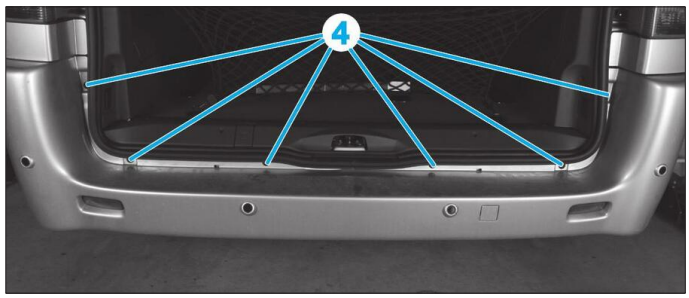

**Fig. 110**
• Déposer les vis (4) supérieure **(Fig.110)**.